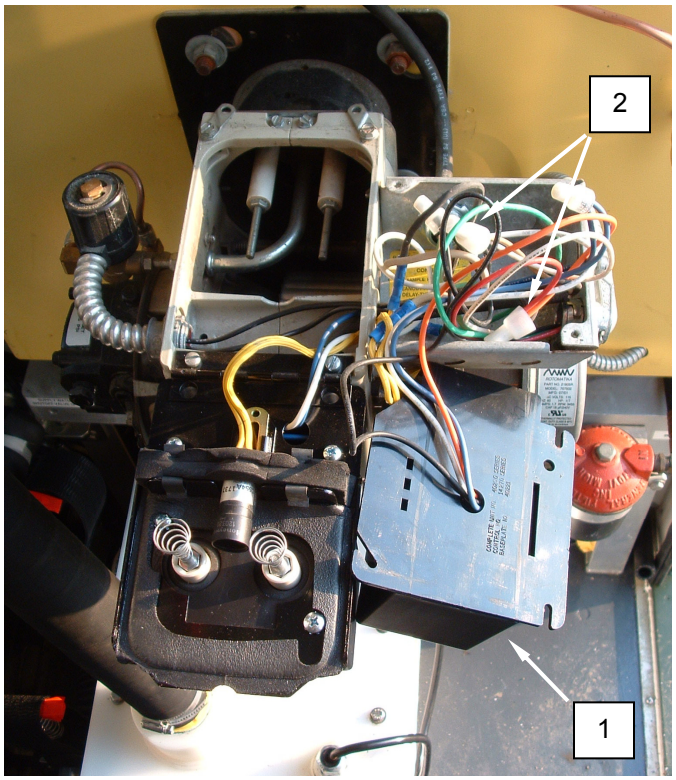

Figure 1. Replace the Motor.
2. Remove screw retaining burner primary control **(Figure 1, Item 1)**, and remove burner primary control.
3. Tag and disconnect motor wiring at connections **(Figure 1, Item 2)**.
8. Connect wiring **(Figure 1, Item 2)** as tagged.
9. Install burner primary control **(Figure 1, Item 1)**, and retain with screw.